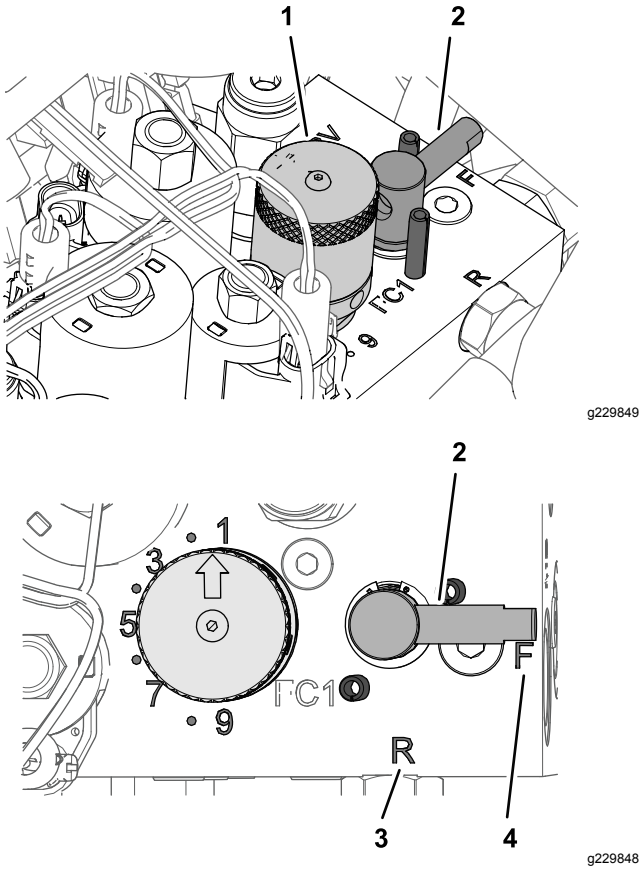

**Figur 65**
4. Vrid slipningsspaken till läge R (Figur 65).
5. Vrid cylinderhastighetsratten till inställning 1 (Figur 65).